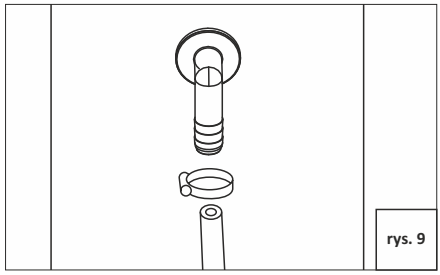

rys. 9
10. Podłączyć wąż do kolanka przelewowego zbiornika solanki, drugi koniec należy odprowadzić do kratki ściekowej (rys. 9).